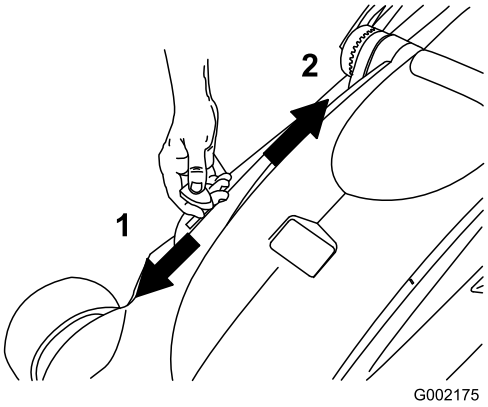

Figuur 21
3. Zet de hendel voor recycling/opvangen in de opvangmodus (Figuur 21).
Opmerking: Als u het maaisel niet wilt opvangen maar wilt fijnmaken en "recyclen", moet u de hendel voor recycling/opvangen in de recycling-modus (Figuur 21) zetten en de grasvanger verwijderen.